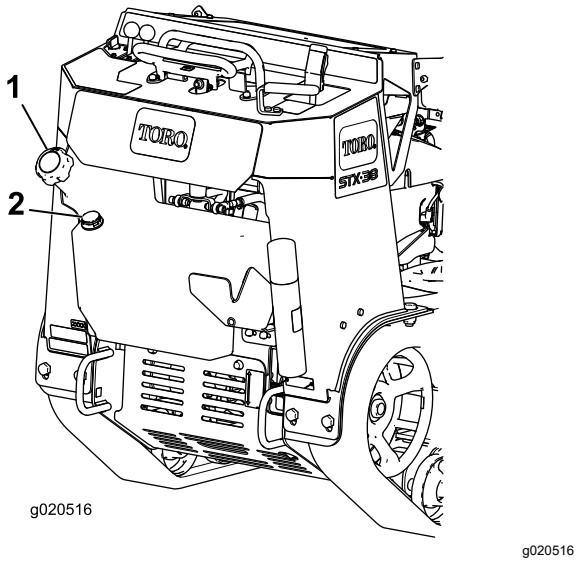

Figuur 17
3. Reinig de omgeving van de tankdop en verwijder deze (Figuur 17).